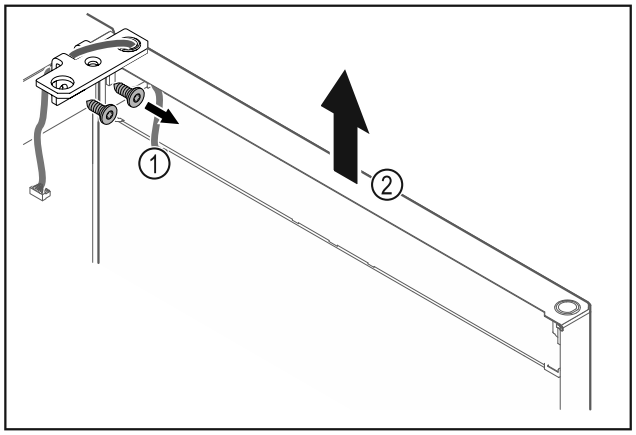

Fig. 14
▶ Deșurubați *Fig. 14 (1)* colțarul balamalei.
▶ Ridicați ușa inclusiv colțarul balamalei *Fig. 14 (2)* aproximativ 200 mm drept în sus și detașați-o.